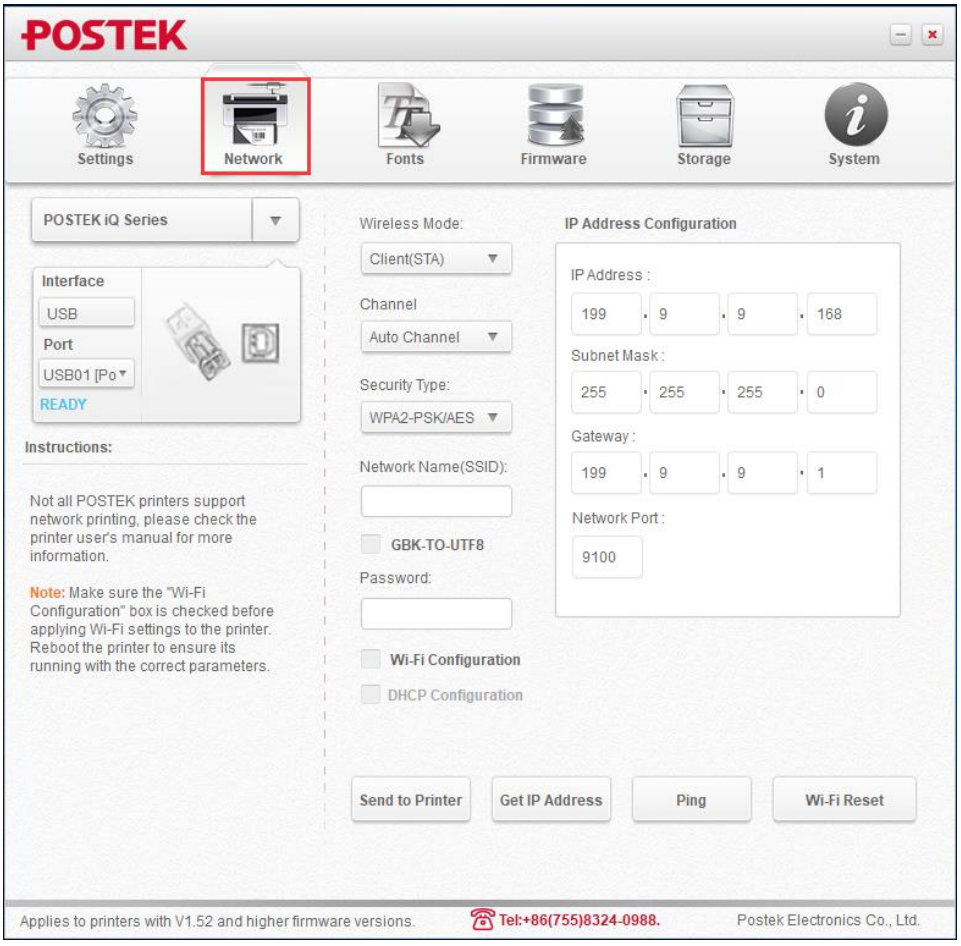

Figure 2-32 Open the Utility
3. Open the Utility software and click "Network", as shown in Figure 2-32.